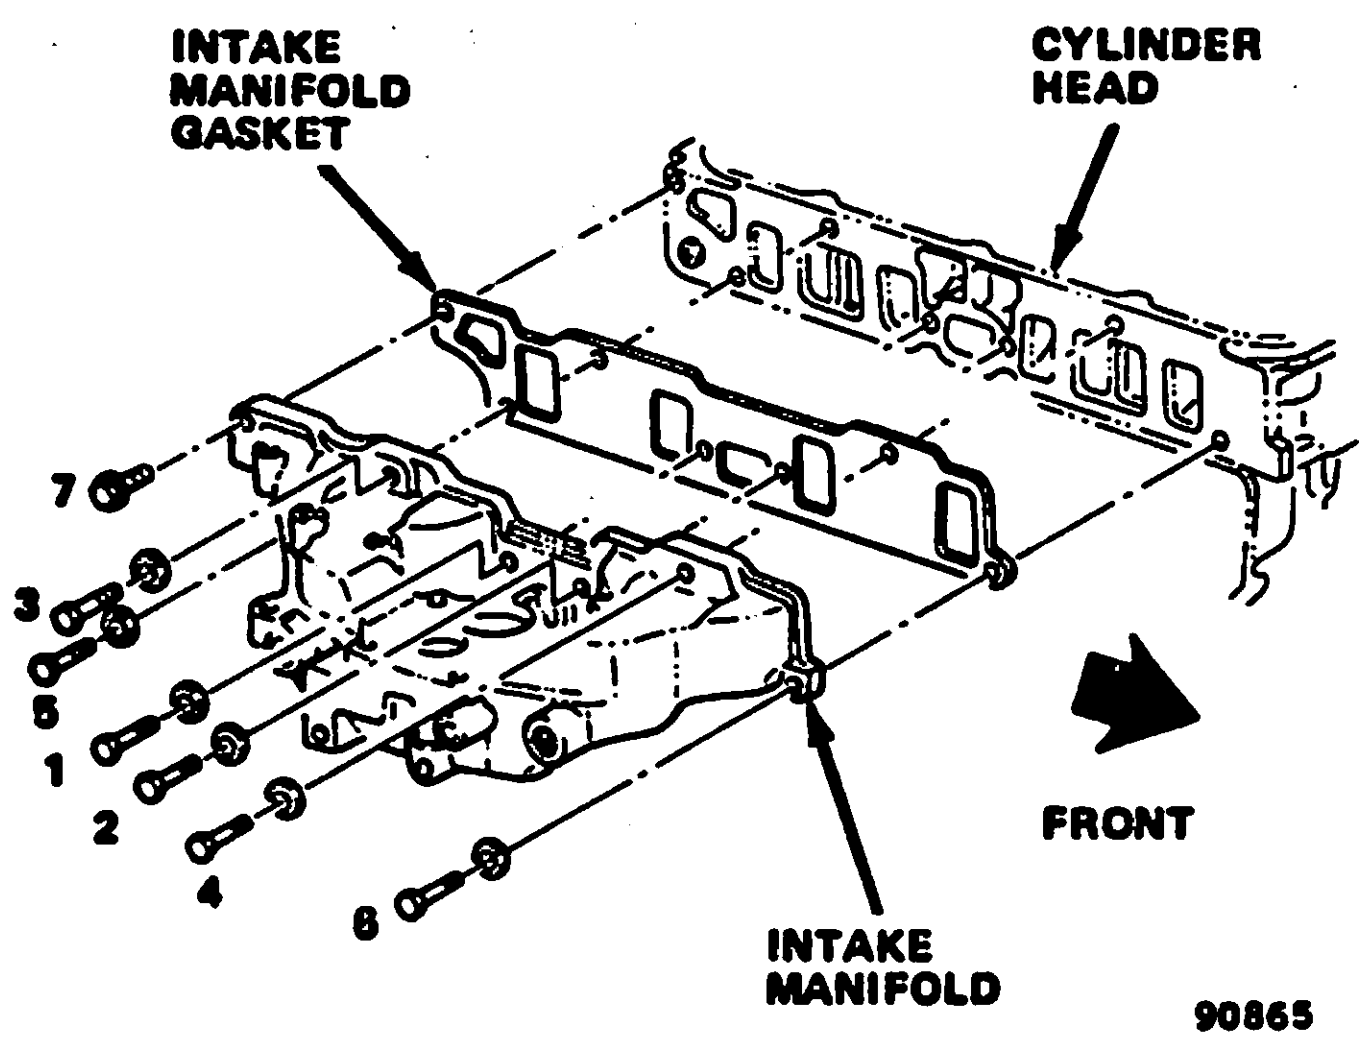

Fig. 1B-23 Intake Manifold Bolt Tightening Sequence
(4) Tag and remove vacuum hoses (ensure distributor vacuum advance hose is removed).
(5) Disconnect fuel pipe and electrical wire connections from carburetor.
(6) Disconnect carburetor throttle linkage. Remove carburetor and carburetor spacer.
(7) Remove bellcrank and throttle linkage brackets and move to one side for clearance.
(8) Remove heater hose at intake manifold.
(9) Remove air pump and bracket, if equipped. Note position of spacers for installation.
(10) Remove manifold-to-cylinder head bolts and remove manifold.
(11) Position replacement gasket and install replacement manifold on cylinder head. Start all bolts.
(12) Tighten manifold-to-cylinder head bolts using sequence illustrated in figure 1B-23. Tighten all bolts with 37 foot-pounds (50 N•m) torque.